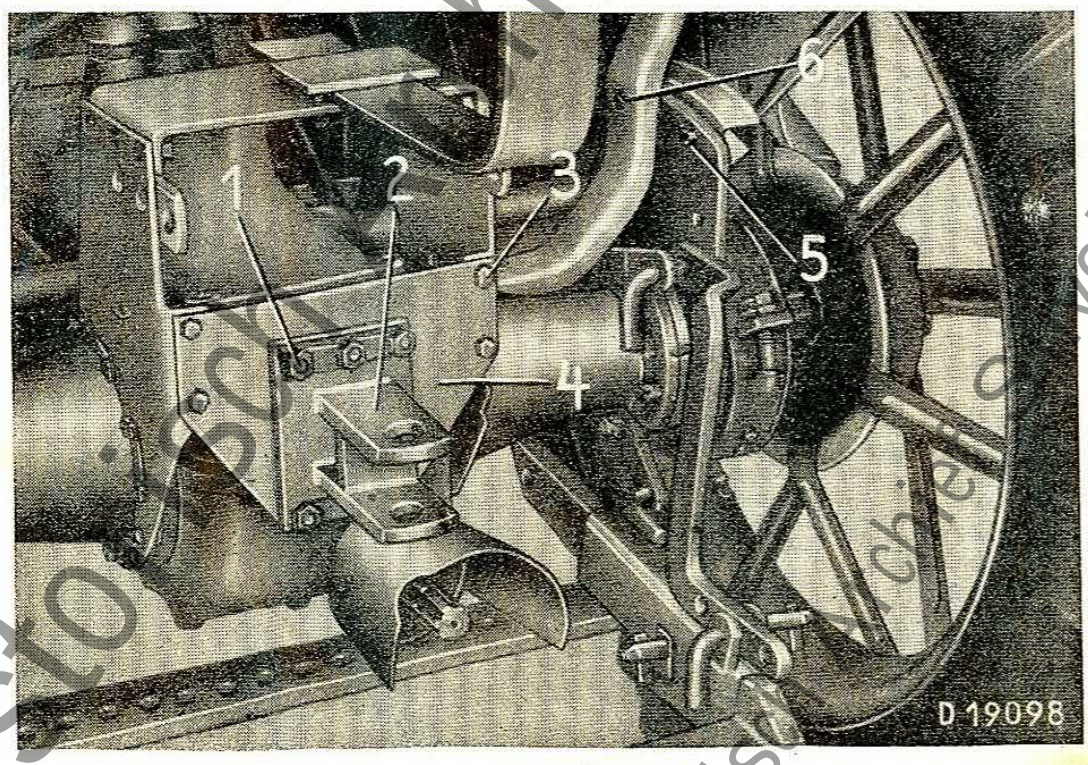

Bild 5.
1. Fünf Muttern 1 (Bild 5) lösen und Anhängebügel 2 abnehmen (letzterer wird nicht mehr benötigt).
2. Vier Kopfschrauben 3 (Bild 5) lösen und Blech 4 abnehmen (wird nicht mehr benötigt).
1. Eine Kopfschraube 5 (Bild 5) am Seitenblech rechts und 2 Senkschrauben 6 an Seitenblechstütze entfernen.